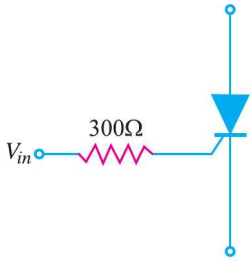

Fig. 20.30
5. In Fig. 20.30, what value of input voltage would be required to cause the *SCR* to break down if the gate current required for firing is 10 mA ? **[3.7V]**